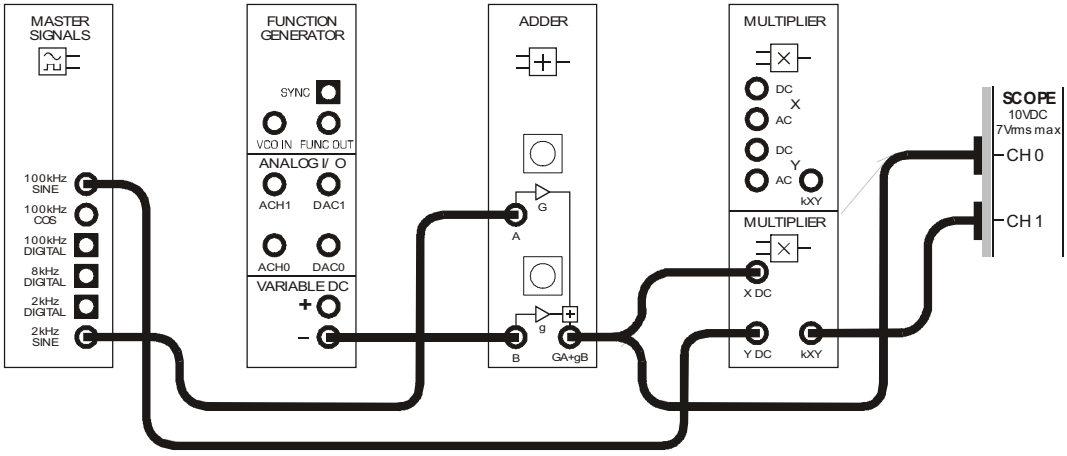
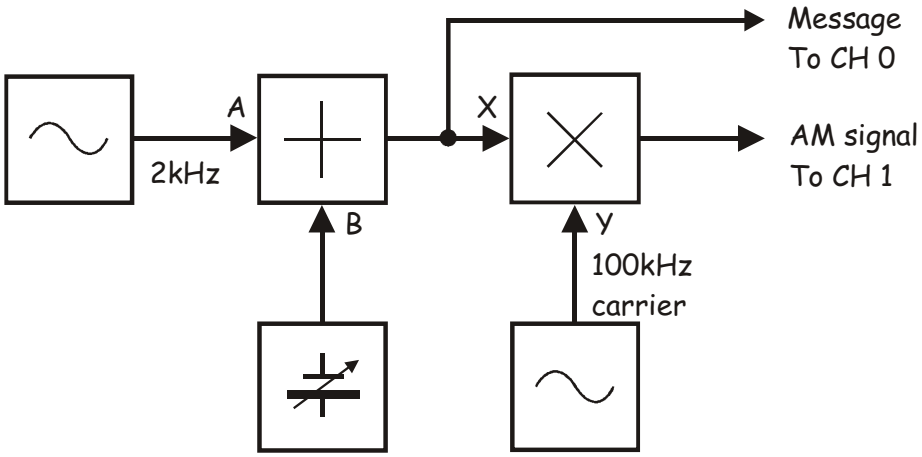

Figure 1
Figure 2
14. Connect the set-up shown in Figure 1 below.
The set-up in Figure 1 on the previous page can be represented by the block diagram in Figure 2 below. It generates a 100kHz carrier that is amplitude modulated (m = 0.5 or 50%) by a 2kHz sinewave message.